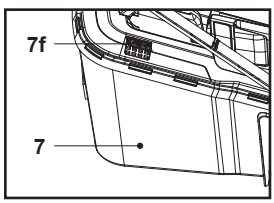

**Fig. 12**
1. Quando a escotilha (7f) está aberta, resta volume suficiente no recipiente de recolha de relva (7) (Fig. 12).